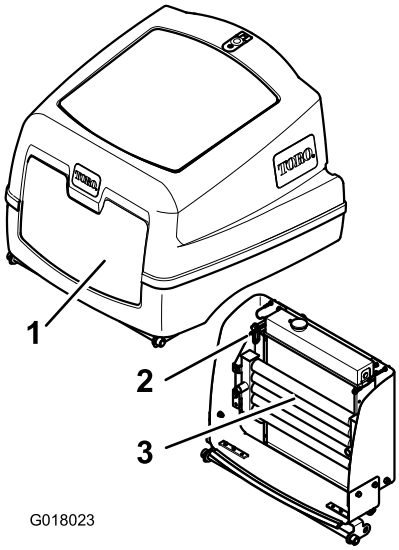

Figuur 48
4. Maak de vergrendeling los en open de motorkap (Figuur 48).